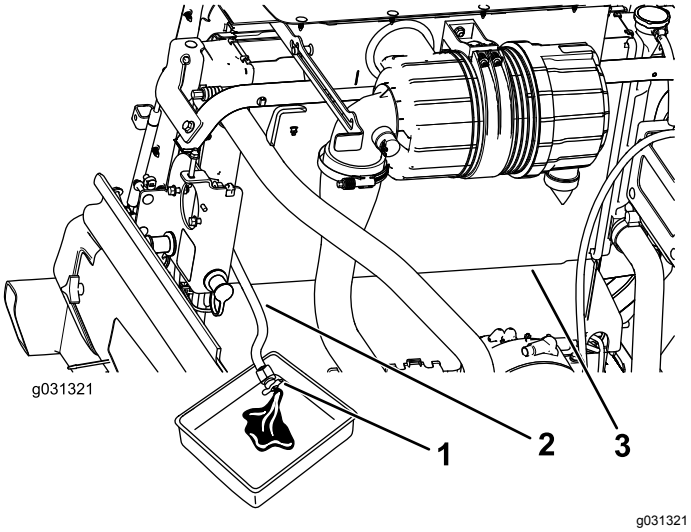

Figur 111
3. Placera kylaravtappningsslangen i ett avtappningskärl, öppna avtappningsventilen på kylarslangen och töm ut vätskan i kärlet (Figur 111).
4. Stäng kylaravtappningsslangens ventil (Figur 111).